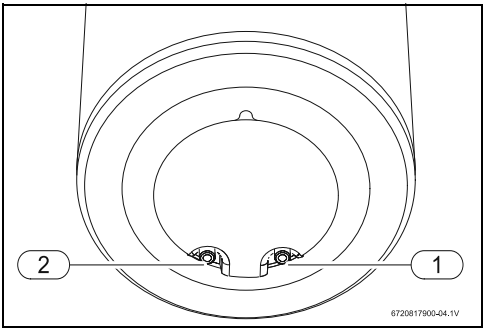

Fig. 11 Ligações de água (ES150/200)
- Identificar a tubagem de água fria e de água quente, de forma a evitar uma possível troca (Fig. 11).